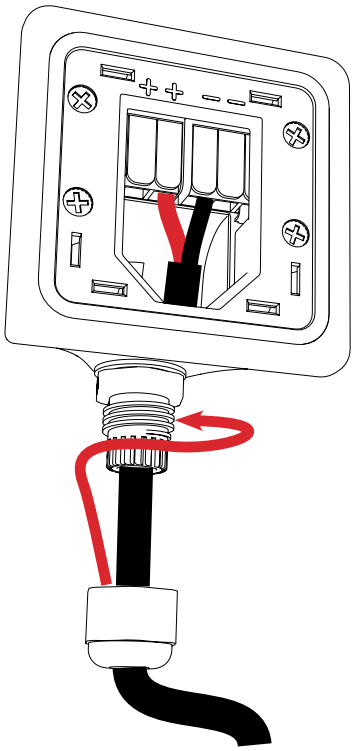

Figure 9a. Thread cable through gland nut and barrel into ClickPlug *(2 conductor cable shown)*
3. Wire ClickPlug as shown (Figures 9a, 9b) leaving enough for the likely mounting angle and a drip loop for damp/wet applications. Do before mounting the loudspeaker.